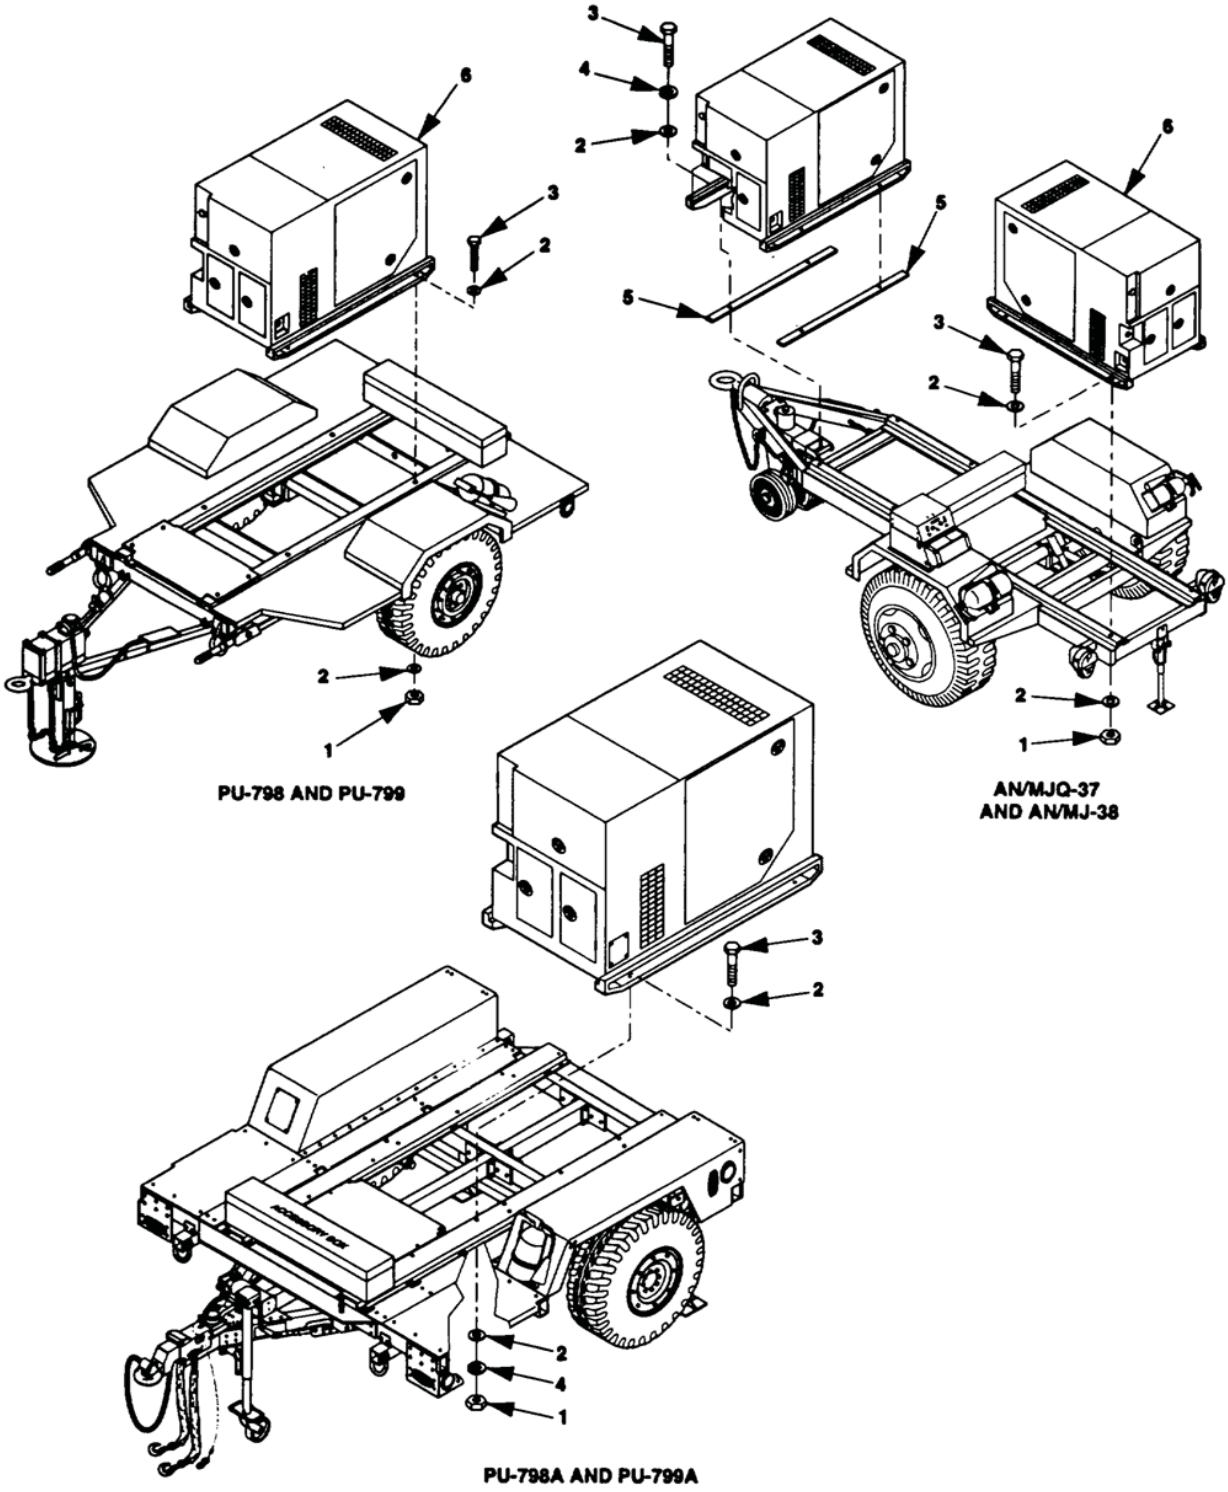

Figure 2. Removing Generator Set Mounting Hardware.
3. Remove self-locking nuts (Figure 2, Item 1), flat washers (2), lockwashers (4), and cap screws (3).
The location of hardware holding generator sets on trailers differs between configurations. When installing generator sets, refer to Figure 2 to determine hardware location. Position lockwashers as noted in disassembly.
3. Install self-locking nuts (Figure 2, Item 1), flat washers (2), lockwashers (4), and cap screws (3). Torque to 80-88 ft•lb (108.5-119.3 N•m).